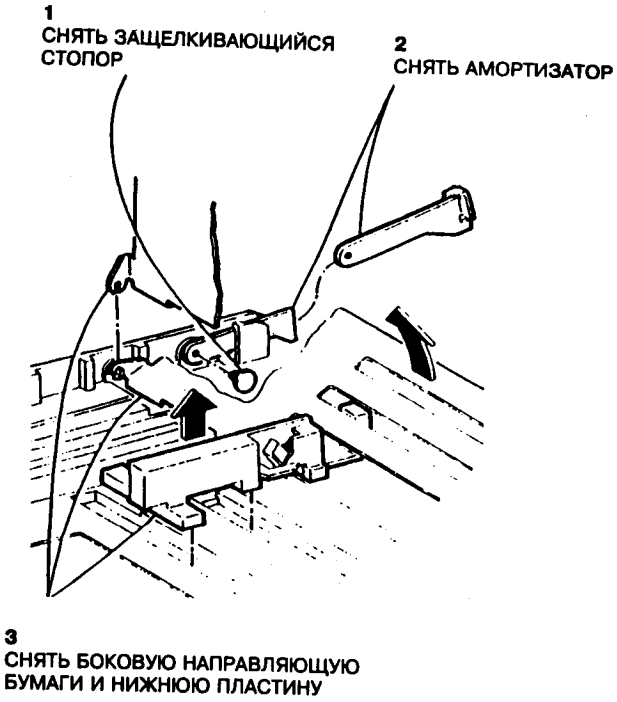

Рис.2 Снятие боковой направляющей бумаги
4. Снять защелкивающийся стопор, а затем боковую направляющую бумаги в направлении, показанном стрелкой. Расположить нижнюю пластину вертикально, а затем снять ее, потянув вверх (см. рис.2).